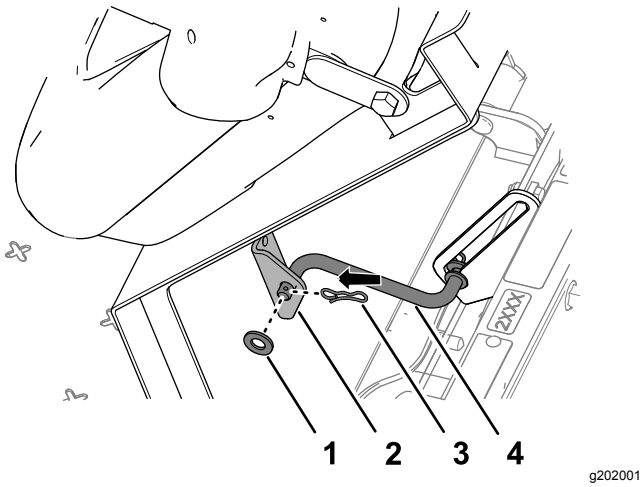

Rysunek 224
5. Zamocuj podpórkę do wspornika fotela za pomocą podkładki i zawleczki (Rysunek 224).